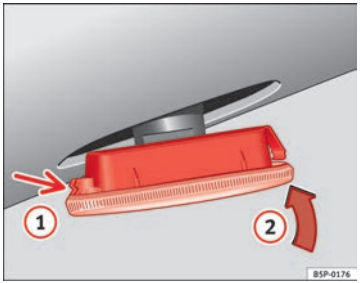

Abb. 205 Seitlicher Blinker
– Setzen Sie den Blinker zuerst in der Aufnahme der Karosserie ein, wobei die Halterungen richtig einrasten müssen ⇒ Abb. 205, Pfeil (1).
– Die Lampe in Pfeilrichtung (2) ⇒ Abb. 205 einsetzen. ■